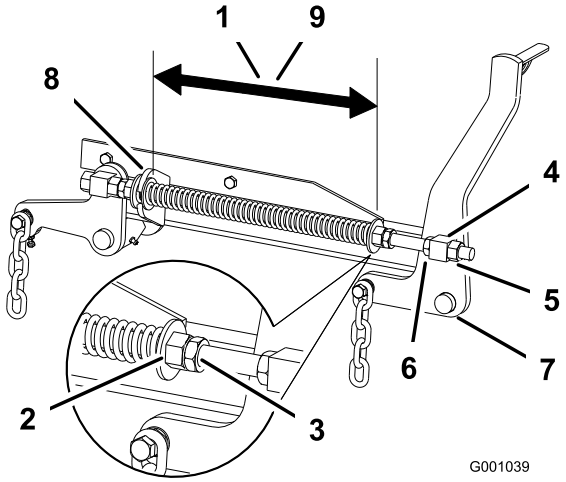

Figur 83
2. Kontroller afstanden mellem de to store skiver. Den skal være 28,2 cm til 52 tommers plæneklipperskjolde og 26,7 cm til 60 tommers plæneklipperskjolde (Figur 83).
3. Juster denne afstand ved at løsne fjederkontramøtrikken og dreje møtrikken foran hver fjeder (Figur 83). Når møtrikken drejes med uret, forkortes fjederen. Drejes den mod uret, bliver fjederen længere.
4. Lås møtrikken på plads ved at spænde fjederkontramøtrikken (Figur 83).